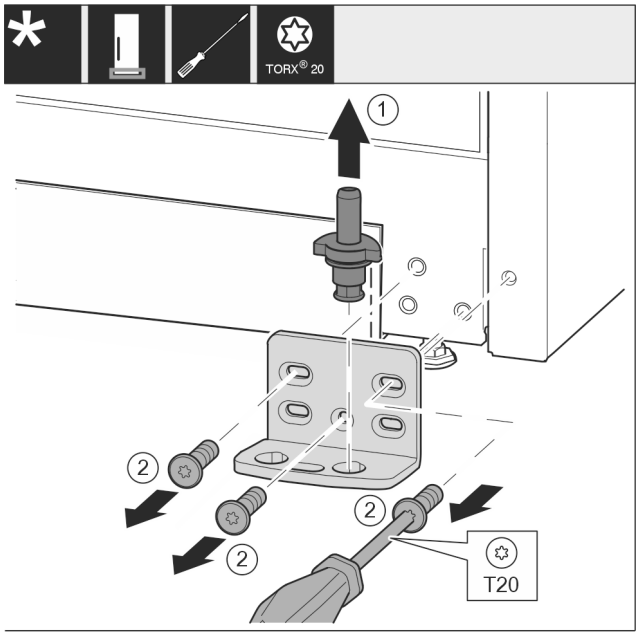

Fig. 17
- ▶ Pilnīgi izvelciet ārā uz augšu gultņa tapu *Fig. 17 (1)*.
- ▶ Ar skrūvgriezi izskrūvējiet skrūves *Fig. 17 (2)* un noņemiet gultņa balstu.